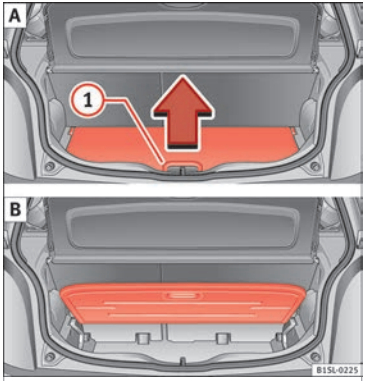

Fig. 138 A: open the boot variable floor. B: raised boot variable floor.
- To *raise* the floor, raise handle ››› **Fig. 138** ① in the direction of the arrow and pull from the floor all the way up ››› **Fig. 138 B**.